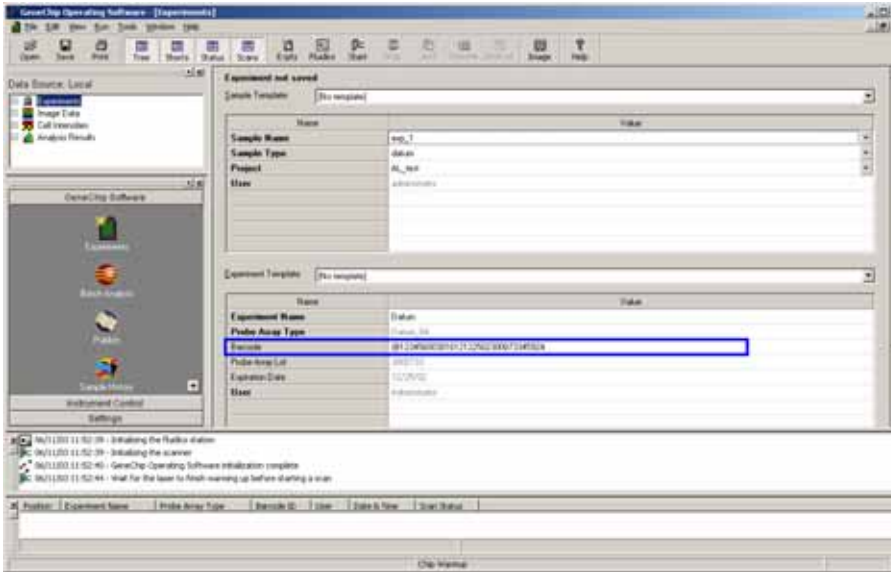

Figure L.17
3. The reader reads and sends the barcode to the GCOS Experiment Information window, Barcode field **(Figure L.17)**.